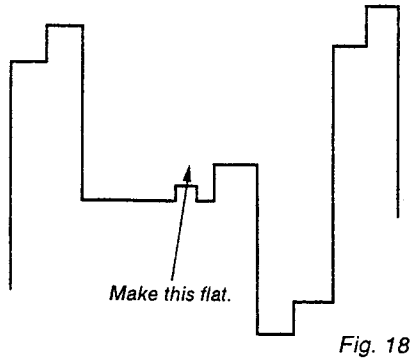

Fig. 18
6) Adjust PHASE NTSC 443 NOR so that the output waveform burst section is a straight line. (Fig. 18)